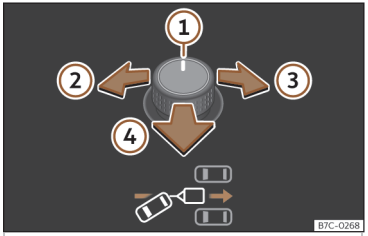
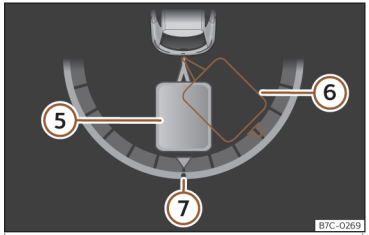

Fig. 181 Mando giratorio de los retrovisores exteriores: ajustar el ángulo del remolque.
Fig. 182 Pantalla del cuadro de instrumentos: dar marcha atrás.
Leyenda de la **fig. 181**, ››› **fig. 182**:
- Bascule el mando giratorio hasta alcanzar la dirección deseada››› **fig. 181** . En la pantalla del cuadro de instrumentos aparece a modo de orientación una representación del conjunto vehículo tractor y remolque en la posición actual››› **fig. 182** .